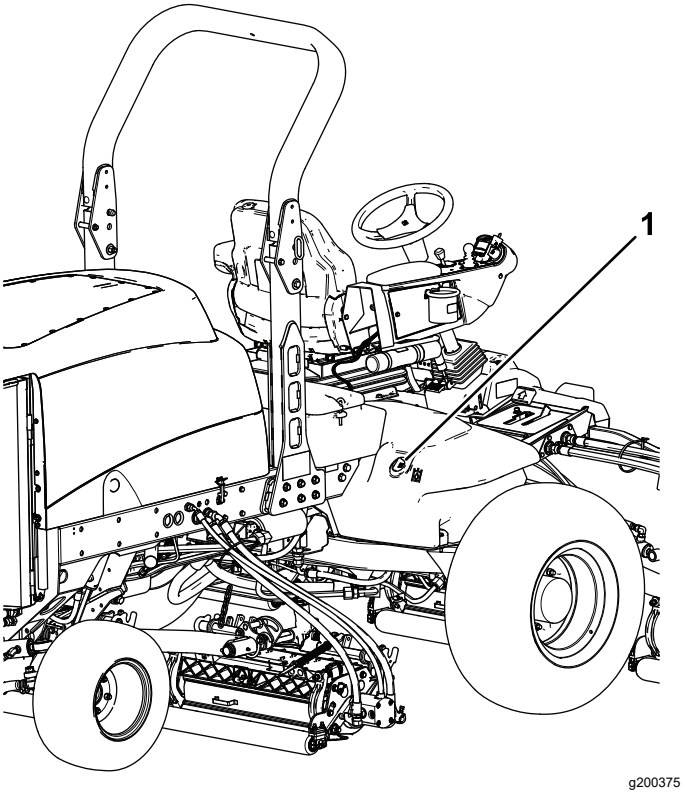

Figuur 117
2. Reinig de omgeving van de vulbuis en de dop van de hydraulische tank (Figuur 117).